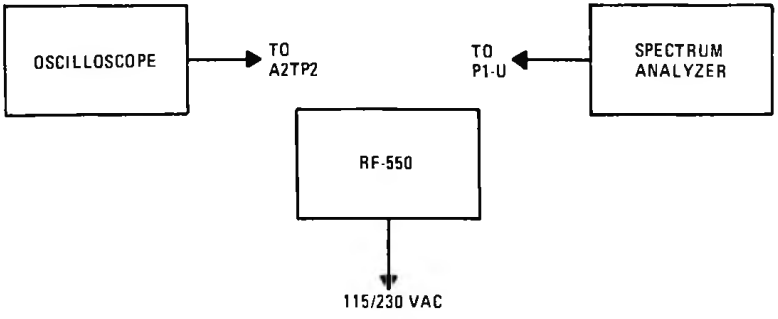

Figure 5. Test Setup
b. Set up as per figure 5. All test points and adjustments are accessible from the top of the RF-550 with assembly A2A8 cover removed. The assembly can also be operated on an extender cable if necessary.